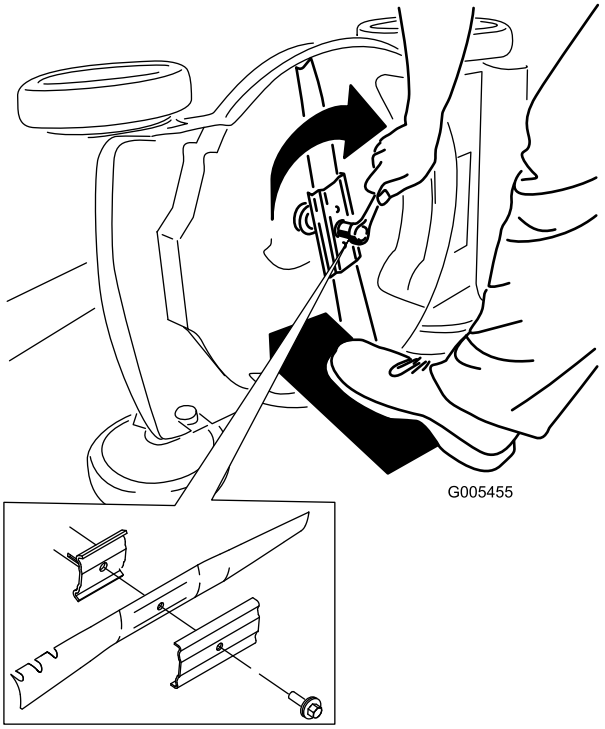

Figur 27
5. Sätt fast den nya kniven och alla monteringsdelar (Figur 27).